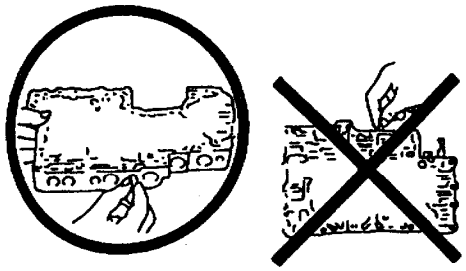

图 9－6－43　放平上阀体
在装配阀门时，应将上阀体放平，如图 9－6－43 所示，不要侧立放置上阀体。
(1) 如图 9－6－44 所示，给控制阀体和所有阀门都涂上 ATF 油，轻轻地将控制阀装入各自的孔内。注意，不要划伤和损坏阀体。用小螺丝刀将各阀门放在正确的位置上，如图 9－6－45 所示